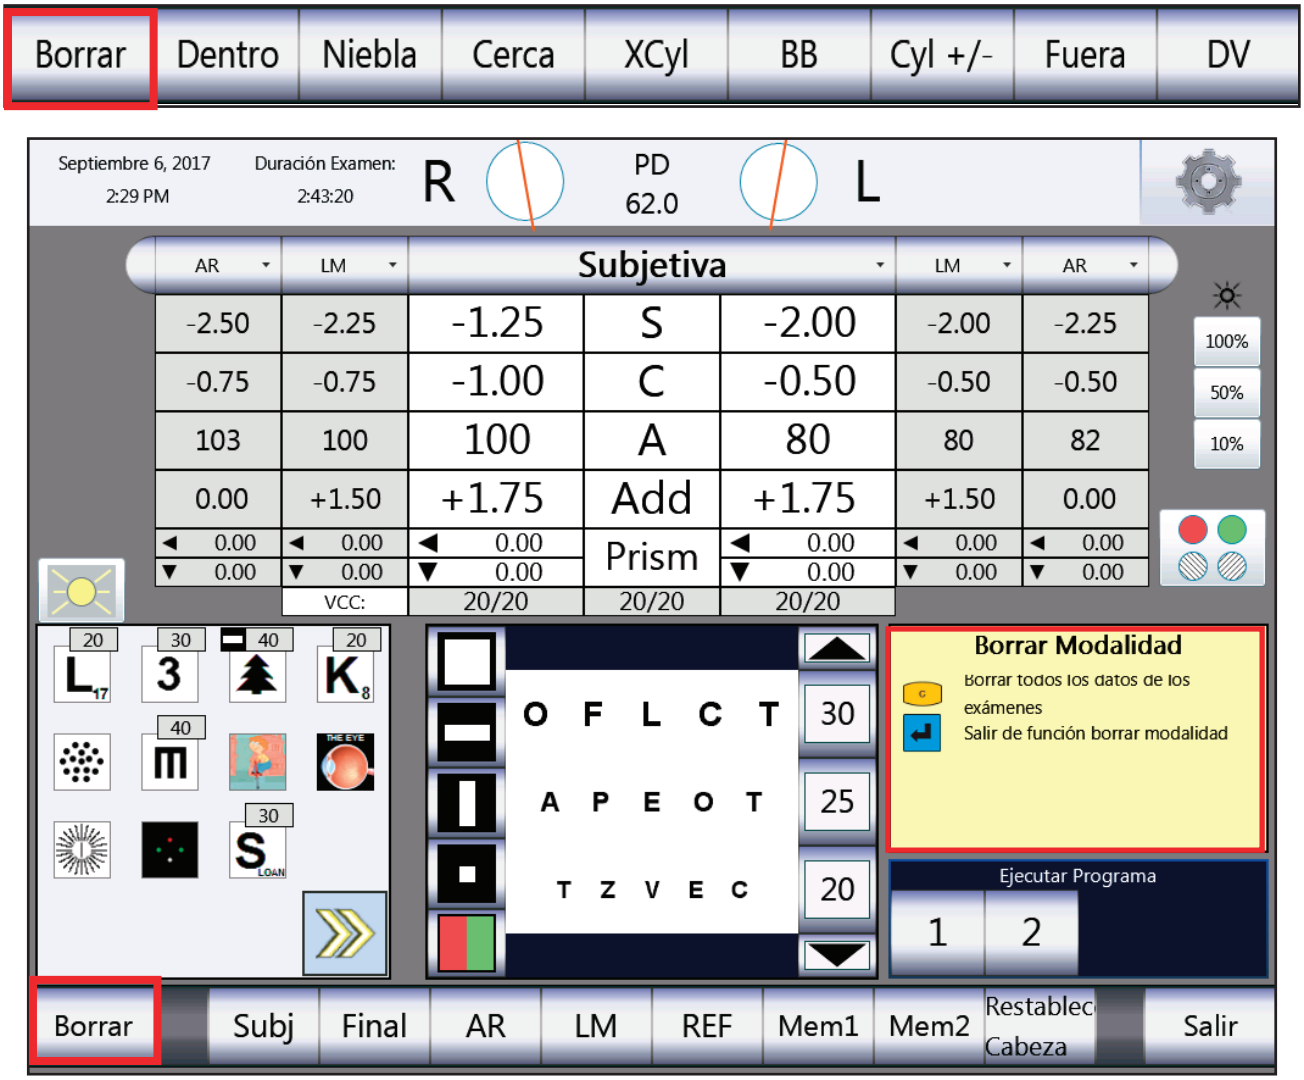

Figura IU-47, Borrar datos
1. Presione el botón **C**, o toque **BORRAR**. (Mire la Figura IU-47).